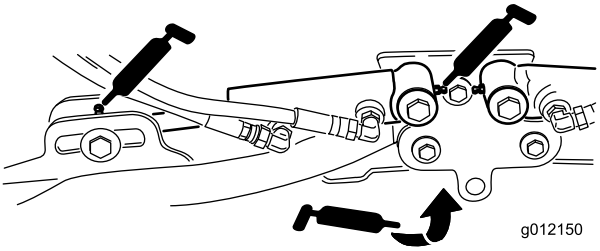

Figur 44
- Klippeenhedernes løftearmscylindre (2 hver) (Figur 44)
- Løftearmenes drejetapper (1 hver) (Figur 44)